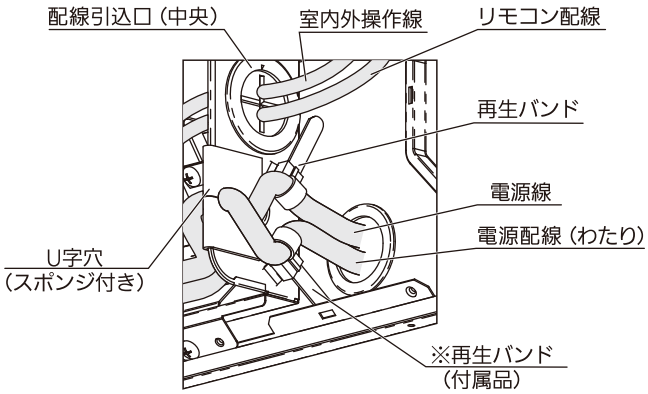

図32
- 電源線は、電装ボックス側面にある再生バンドでしっかりと固定してください。（図32）